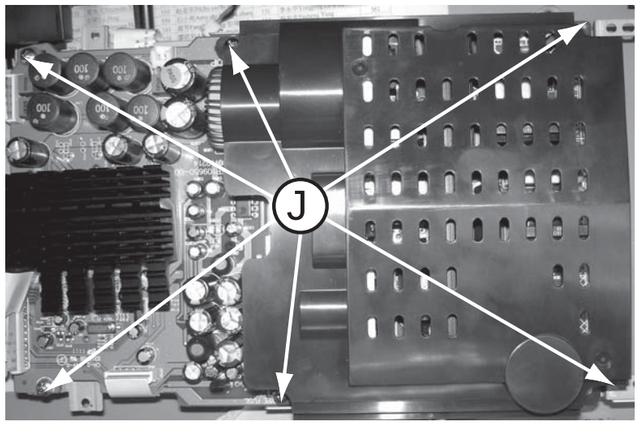

Figure 10
1) Loosen 6 screws “J” to remove the power board as shown in figure 10.